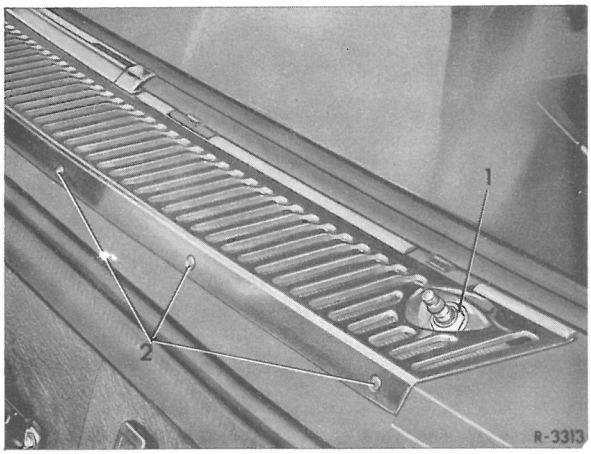

Fig.83-2/1
2 Begge møtrikker (1) skrues af (fig.83-2/1)